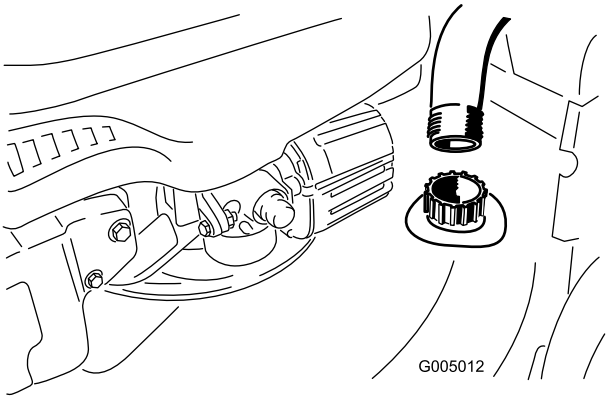

Figur 39
3. Anslut en trädgårdsslang, som är ansluten till en vattenkälla, till tvättanslutningen på klipparkåpan (Figur 39).